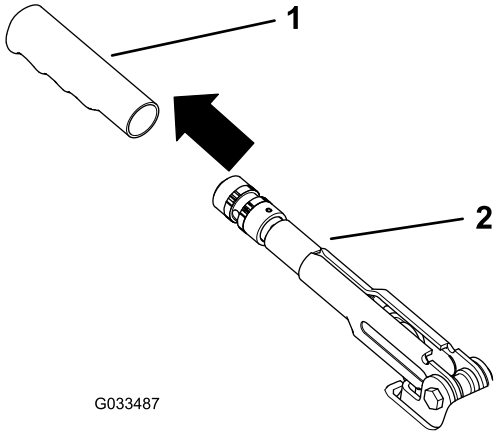

**Figur 62**
1. Fjern gummigrebet fra parkeringsbremsehåndtaget (Figur 62).